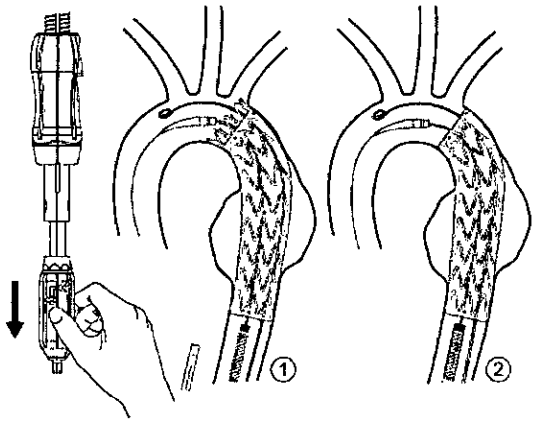

Figura 10. Despliegue del mecanismo de captura de punta
3. Tire del mango de liberación del mecanismo de captura de punta hacia atrás con un movimiento uniforme hasta que se libere el mecanismo de captura de punta y el extremo proximal esté totalmente abierto (Figura 10). Observe la abertura del extremo proximal bajo fluoroscopia y confirme que la endoprótesis se ha desplegado completamente.